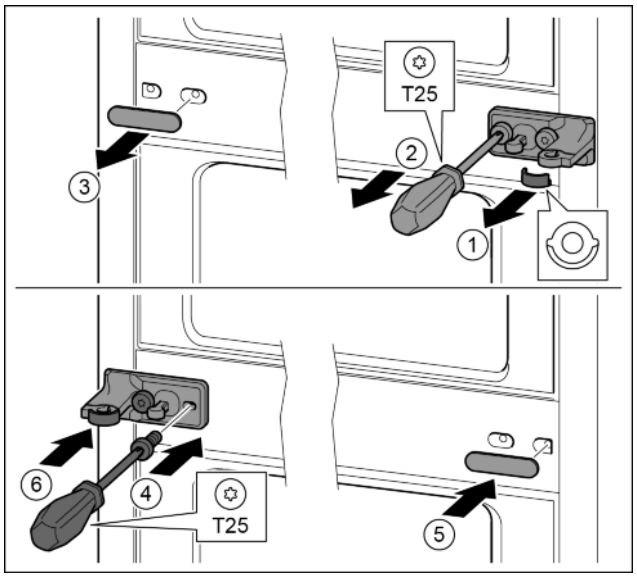

Fig. 14
- ▶ Remove the disc. *Fig. 14 (1)*
- ▶ Remove the screws with the T25 screwdriver. *Fig. 14 (2)*
- ▶ Remove the cover carefully. *Fig. 14 (3)*
- ▶ Screw the bearing bracket and the film rotated 180° firmly onto the other side. *Fig. 14 (4)*
- ▶ Attach the cover rotated 180° onto the other side. *Fig. 14 (5)*
- ▶ Push the disc in from the front. *Fig. 14 (6)*